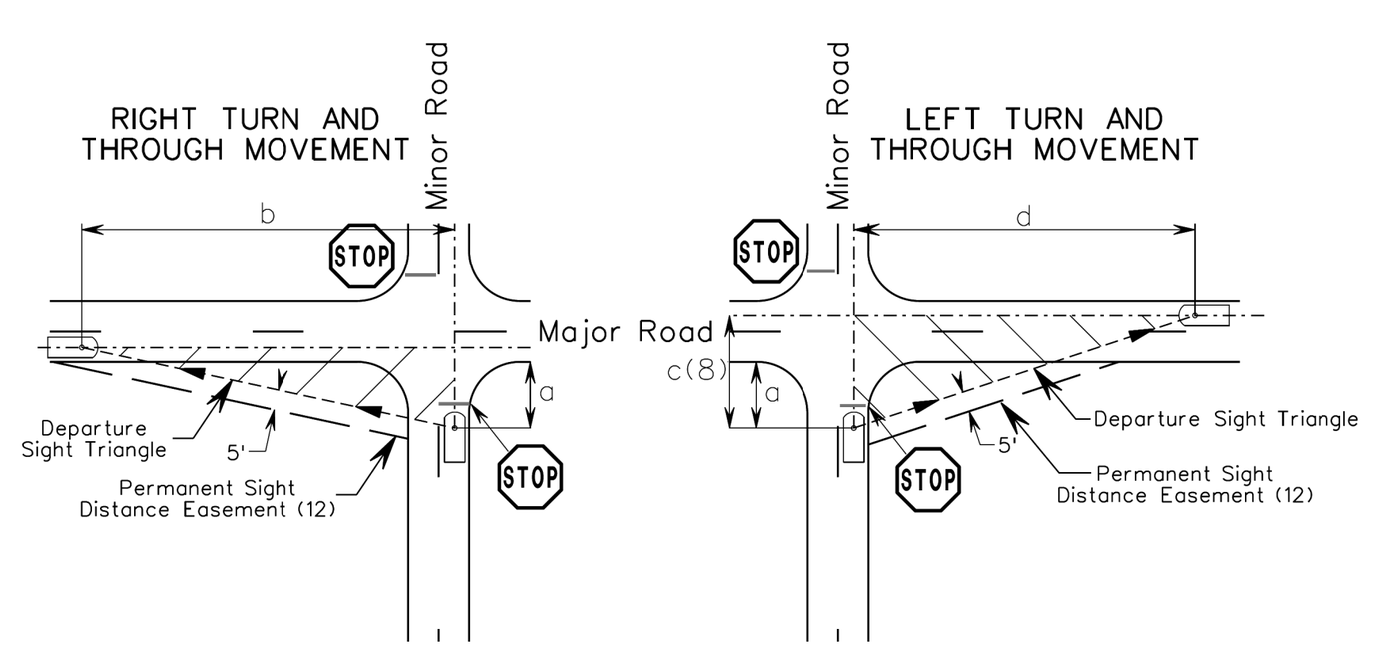

Figure 1 (SEE NOTES 1 & 12):
6. This table shows the intersection sight distance for a stopped passenger car to turn or pass through an intersection from the minor road where the cross traffic on the major road does not stop. Refer to Figure 1 to determine the appropriate leg "a", "b", "c", or "d" of the departure sight triangle for passenger cars. Sight triangle legs for the different approaches will vary based on design speed. Intersection sight distance for intersections with stop control on the minor road is based on the departure sight triangle for left and right turns exiting the minor road. For right turns and through movements exiting the minor road, departure sight triangle leg lengths "a" and "b" are required. For left turns exiting the minor road, departure sight triangle leg lengths "c" and "d" are required. The lengths of the sight triangle legs are based on approach grades of -3% to +3%. Adjustment factor required for approach grades which exceed 3%.